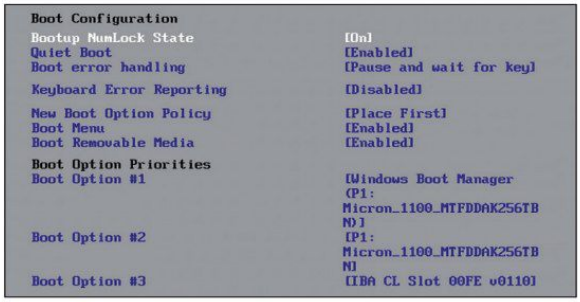

Bild 3: Einstellung der Boot-Sequenz
10. Welche Veränderung im Startverhalten des PC wird durch das Ändern der Bootsequenz **(Bild 3)** erreicht?